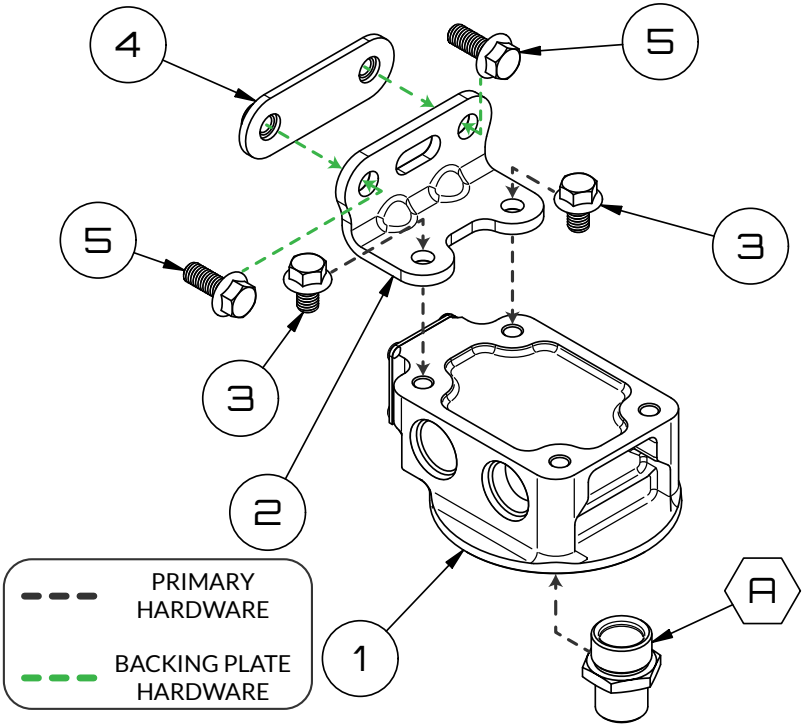

Figure 1 - ENV-171 Schematic
1. Verify that all parts shown in Figure 1 are present before proceeding.
3. Install the filter adapter screw into ENV-171 (refer to in Figure 1) and torque to **25 lb-ft (34 N-m)**.